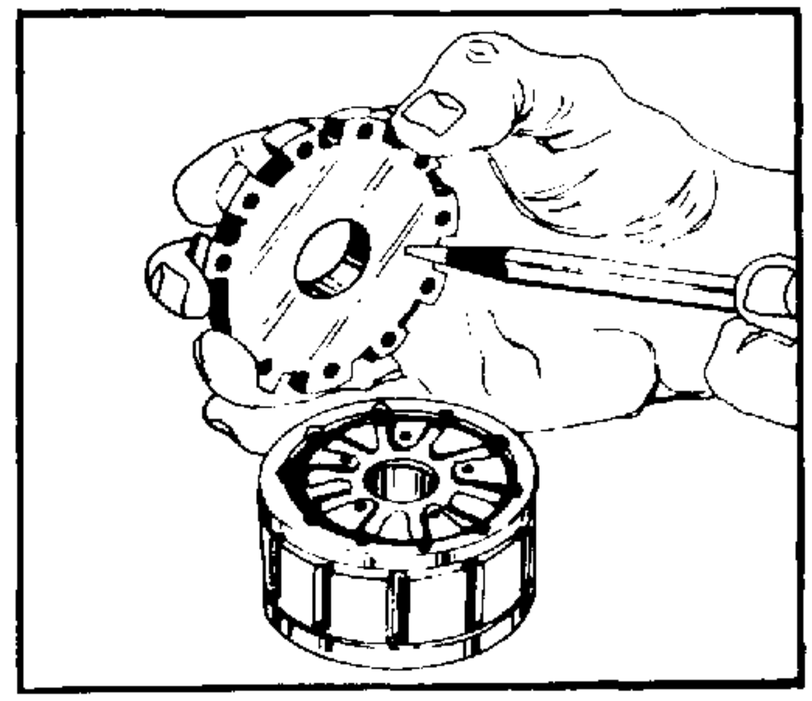

FIGURE 24.
29. Inspect the ground surfaces of the commutator cover (20). You should notice a "normal" polished pattern due to the rotation of the commutator (22). If the cover has nicks, burrs, or scoring, it must be replaced. See figure 24.